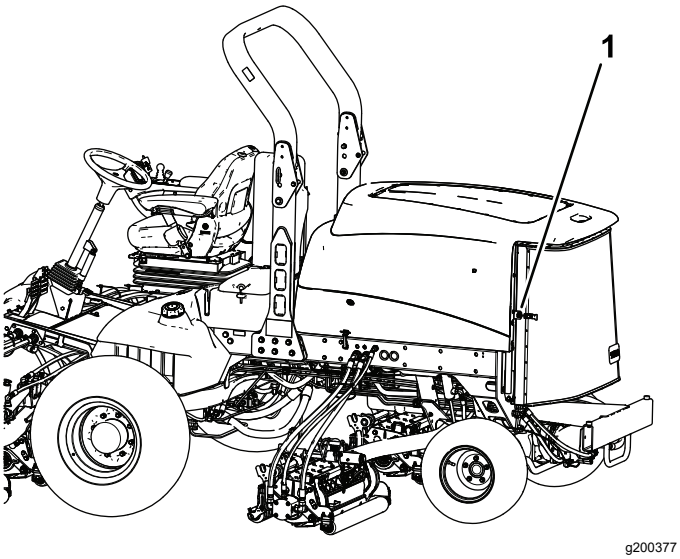

Figura 113
2. Destranque e abra o painel traseiro (Figura 113).